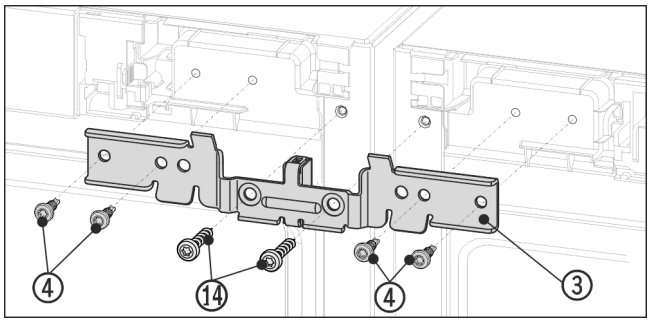

Fig. 13 Zobrazení příkladu
- ▶ Úhelník *Fig. 13 (3)* zasuňte rozpěrným kusem mezi přístroje na čepy. Úhelník přišroubujte čtyřmi šrouby *Fig. 13 (4)* a předtím vyšroubovanými uzemňovacími šrouby *Fig. 13 (14)* střídavě vlevo a vpravo bez utahování.